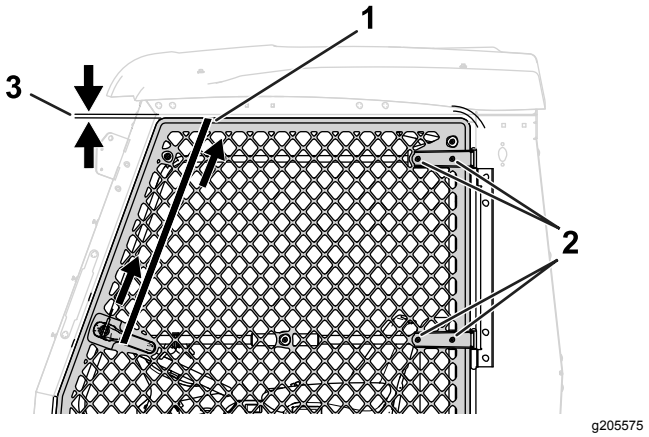

Figuur 6
2. Doe de deur dicht en hou de deur tegen met een spanband (Figuur 6).
3. Zet de 4 bouten en de 4 moeren van het scharnier van de deur los (Figuur 6).
4. Span de spanband aan om de deur op te tillen (Figuur 6).